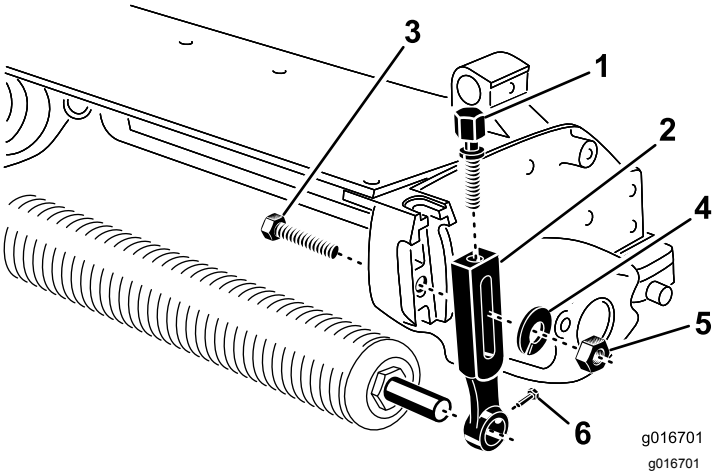

Figura 1
1. Retire o parafuso, anilha e porca do arado que prende um dos suportes de altura de corte (HOC) à placa lateral da unidade de corte (Figura 1).
2. Desaperte os parafusos de montagem do rolo nos suportes HOC (Figura 1).
3. Deslize o suporte HOC para fora do veio do rolo (Figura 1).